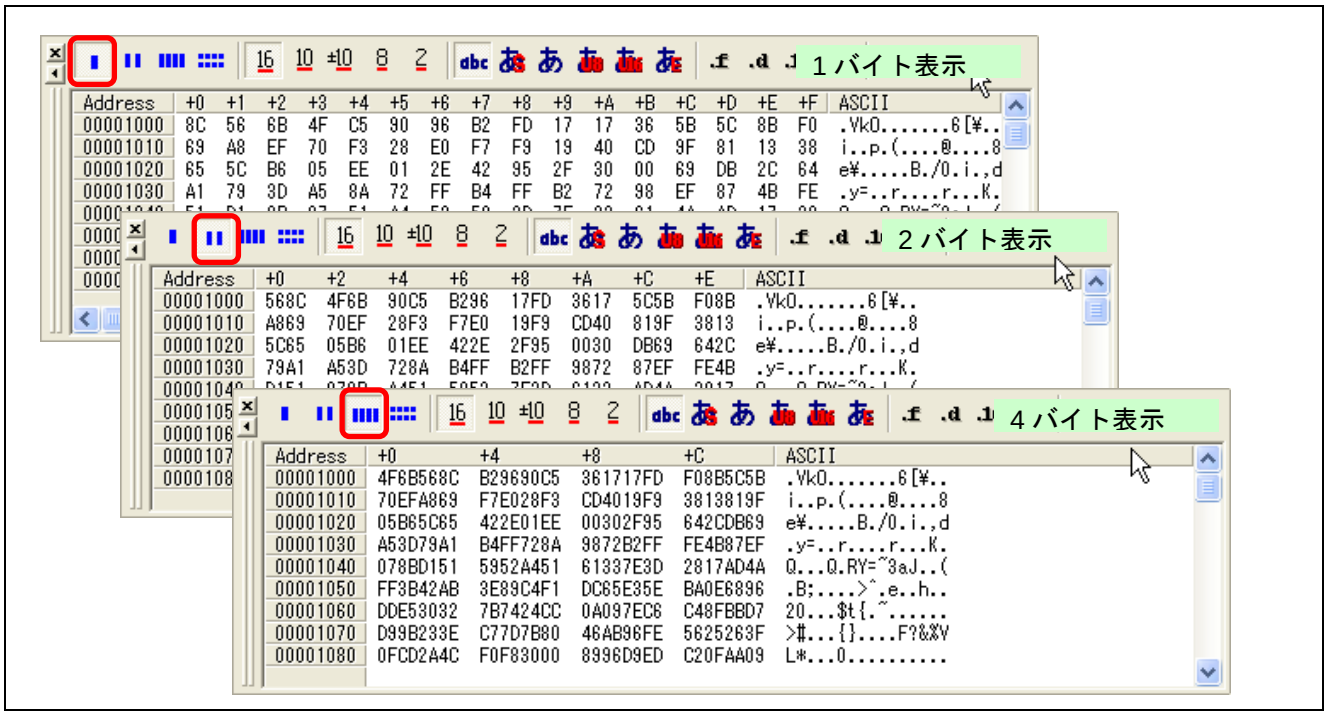

図 4.41　メモリウィンドウでの表示サイズの変更
(3) 表示サイズを切り替えることも可能です。アクセスサイズの変更方法に関して、図 4.41に示します。